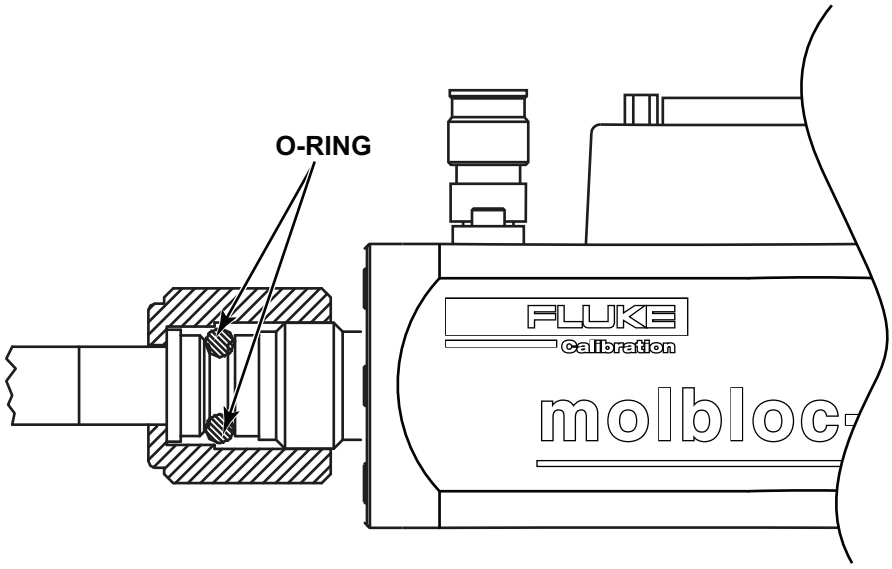

Figure 1: *O-Ring Location on the molbloc*
❶ *Install the recommended soft O-ring securely against the sealing surface in the nut of the mating fitting. (See Figure 1)*
❷ *Align the mating nut with the molbloc's male VCR® fitting and thread the nut onto the fitting. Hold the molbloc with your hand, rotate the nut until resistance is felt when the O-ring begins to compress.*
❸ *Holding the molbloc with your hand, tighten the nut an additional 1/2 turn. A wrench may be used on the nut if desired, but do not tighten beyond one half turn. If more than one half turn is needed to make a leak free connection, the O-ring may be damaged and should be replaced.*
❹ *To break the fitting, hold the molbloc with your hand and loosen the nut until it is completely backed off.*